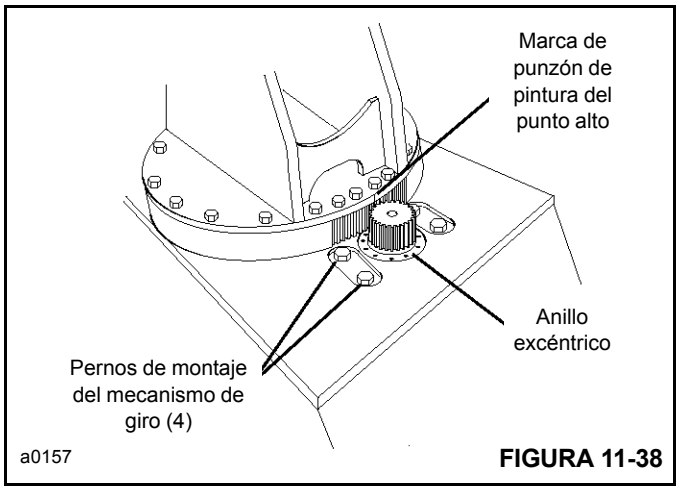

FIGURA 11-38
2. Arranque el motor y gire el mástil hasta que el punto alto de la corona de giro esté engranado con el piñón (Figura 11-38). El punto alto está marcado con un punzón en el extremo del engranaje o es una marca pintada en el engranaje.
1. Afloje levemente los cuatro pernos que fijan el mecanismo (Figura 11-38).